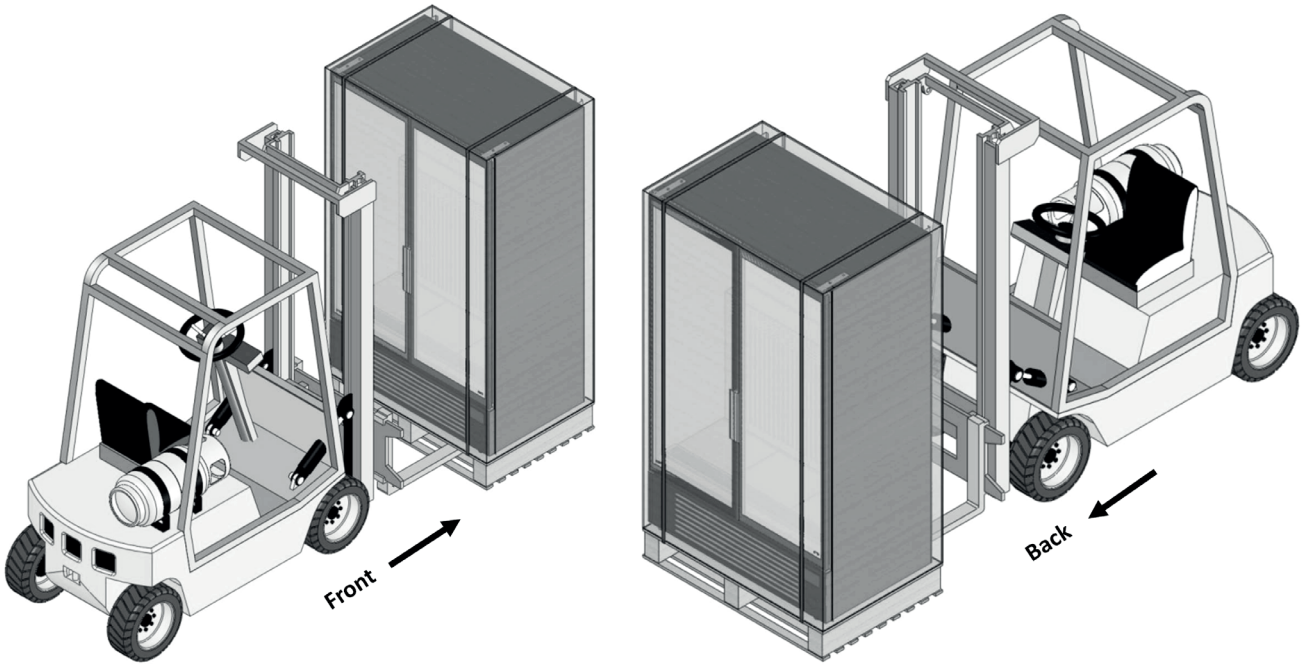

fig. 10
- Les paquets qui composent l'équipement doivent être déplacés uniquement à l'aide d'un chariot élévateur (fig. 10) ; les déplacer manuellement peut entraîner des dommages structurels, en particulier au niveau de l'étrier en verre.
L'équipement est livré emballé et placé sur une plate-forme pour être manipulé par un chariot élévateur (fig. 10).